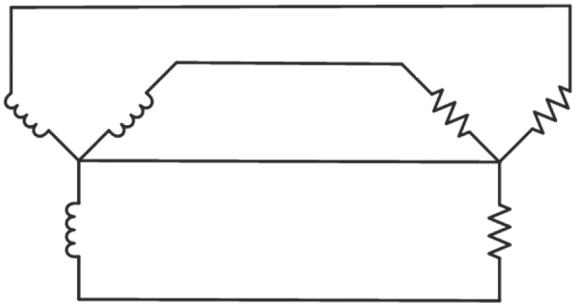

**FIGURE 3.54** (Step 15) Wye-wye circuit diagram. Your trans-former secondaries are on the leftand the resistors used in the model are on the right. ⏎
**15. Building the wye-wye circuit.** Turn off the outputs of the DC power supply while you build the next circuits. Build the wye-wye circuit (Fig. 3.54), using the load box resistors that are configured like a wye (ports 1 to 5).
Referring to Figs. 3.54 and 3.55, use the shortest black banana-to-banana wire as the jumper at the center of the wye (ports 2 to 3). Connect all the neutrals together at the X10s of the transformers with short white wires; use only one white neutral wire to connect to the center of the wye at the loads (the black jumper), just like a real transmission line.